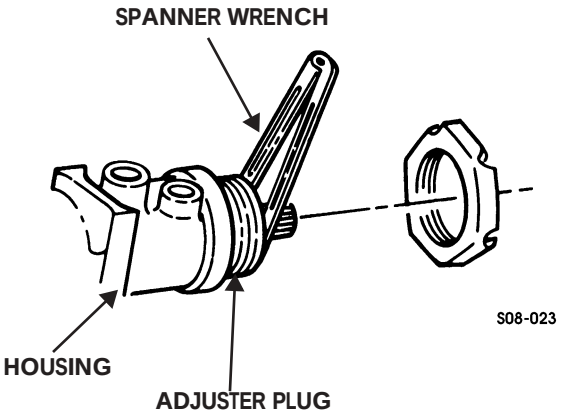

Figure 8-32: Adjuster Plug
13. Remove locknut from adjuster plug (Figure 8-32).